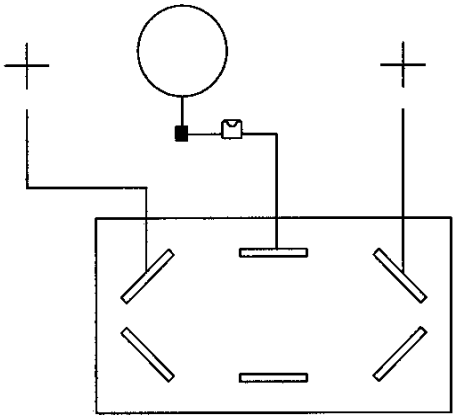

Figure 11A
13. Insert a flow restrictor (item 11) on the front of the snowblower manifold (item 3) and connect the 1/4" x 37" hose (item 6). Do not tighten immediately.
14. Insert a 7/16" ORB male x 7/16" JIC male adapter (item 12) on the side of the snowblower manifold (item 3) and connect the 1/4" x45" hose (item 7). Tighten all the hoses making sure they are positioned properly.
15. Assemble the electro-hydraulic valve (item 4) with the manifold (item 27), using the socket head capscrews supplied with the electro-hydraulic valve. Tighten all the hoses,
16. Connect the two 360" white wires (item 16) to the terminals at each end of the switch (item 19) and the white 72" wire (item 20) in the middle of the switch as shown on figure 11a.